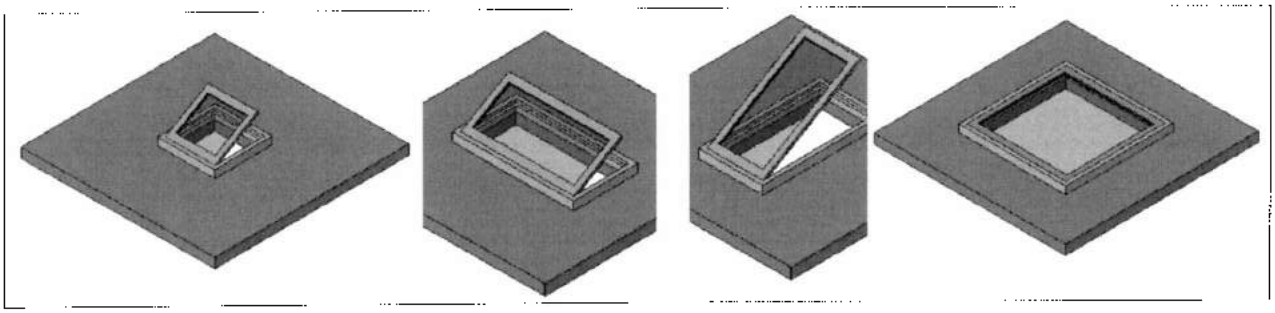

Рис. 17.54. *Вариации скатных окон при изменении размеров и угла поворота*
2. Изменяя в разделе **Other** значения параметров H, W и A и нажимая кнопку **Apply** (Применить), проверить вариации высоты, ширины и угла открывания окна (рис. 17.54).